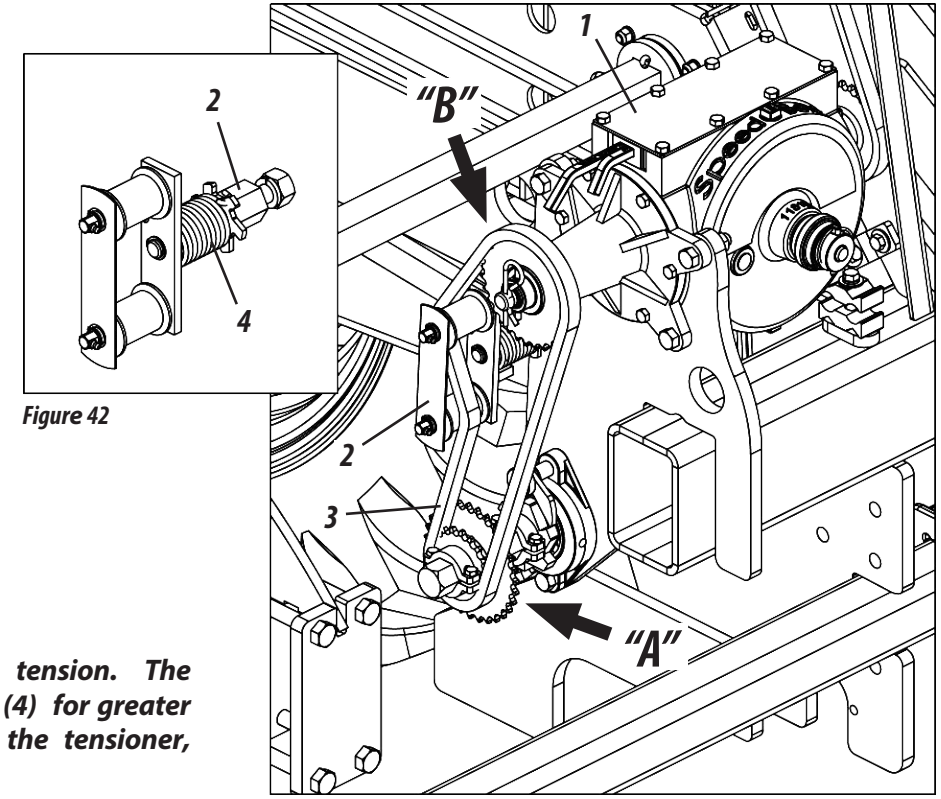

Figure 42
The seed adjustment is made by the *Speed Box* (1). For more adjustments, reverse the direction of the chain of the motor gears. **"A"** and moved **"B"**, **as shown in figures 42.** To reverse the direction of the chain on the gears, proceed as follows: